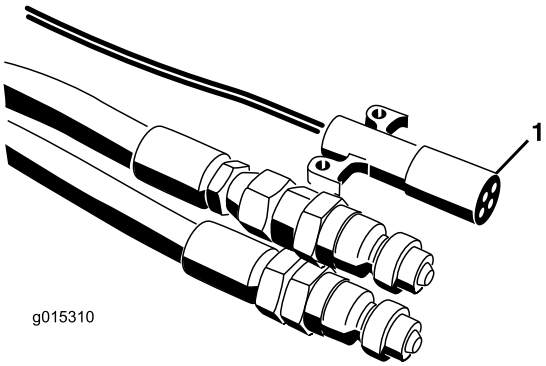
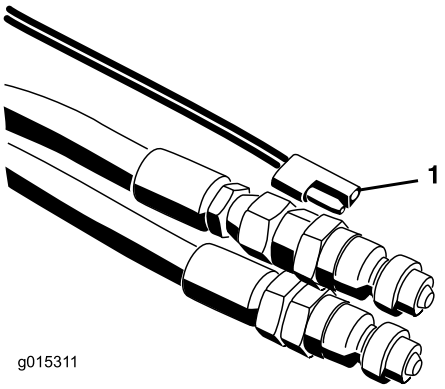

Figur 18
Figur 19
7. Kobl det elektriske ledningsnet til bugseringskøretøjet (Figur 18 og Figur 19). På SH-modeller skal tænd-/slukanordningen placeres inden for rækkevidde af førerens sæde. Sørg for, at kontakten er slået fra.